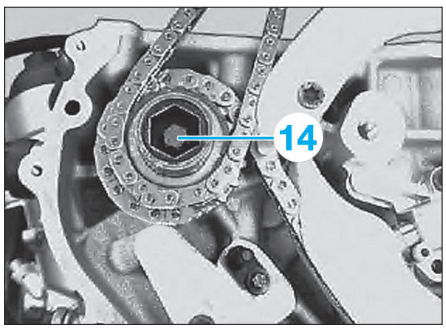

Fig. 17
• Placer le pignon de chaîne (10) sur la pompe haute pression.
• Visser la vis centrale (14) de la pompe haute pression et la serrer au couple d'insertion **(Fig.17)**.